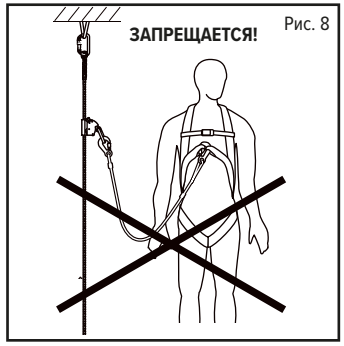

Рис. 8
- присоединять другие дополнительные элементы между захватом и элементом крепления привязи (рис. 8).